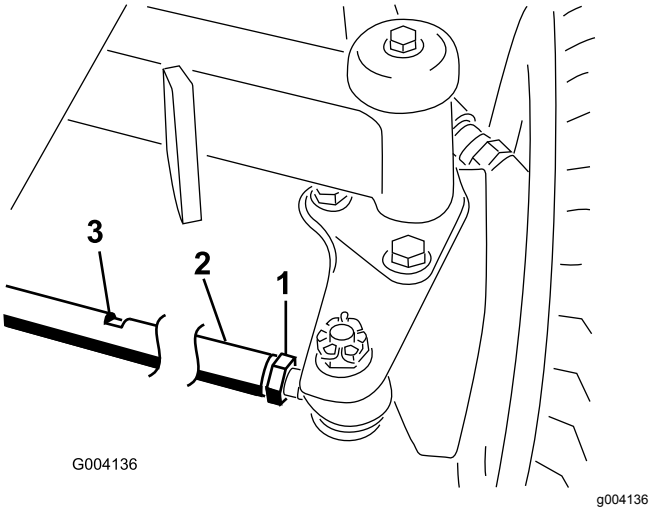

Figur 68
2. Lossa kontramuttern i båda ändar av dragstången (Figur 68).